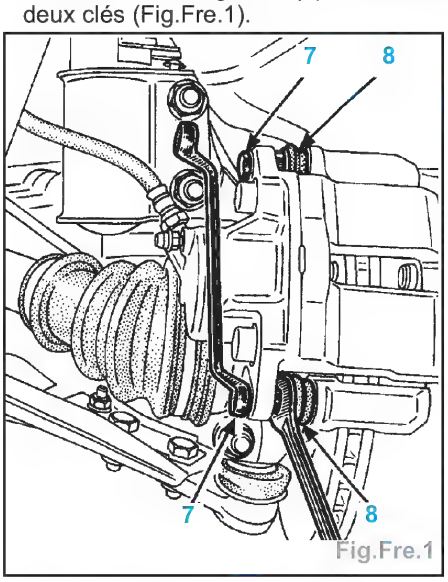

Fig.Fre.1
- Retirer les vis de guides (7) à l'aide de deux clés (Fig.Fre.1).